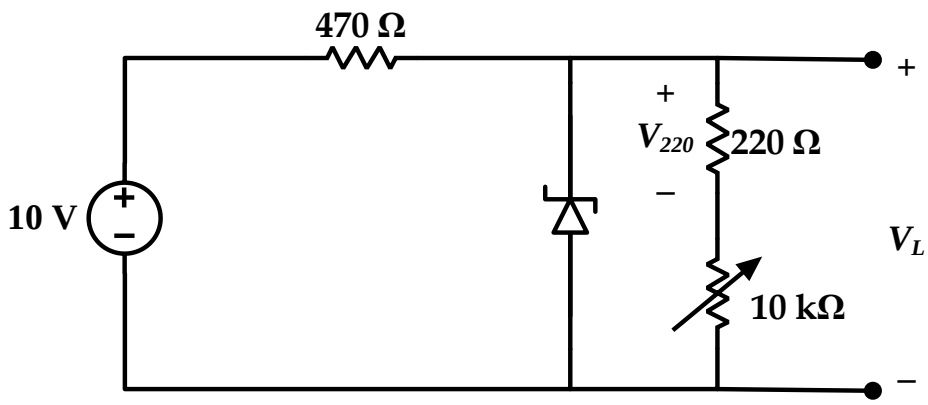

Figure 2.5: Experimental Circuit 2.
3. Connect the circuit as shown in the figure 2.5